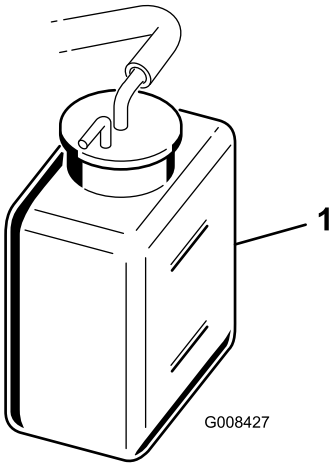

Figur 45
2. Kontroller kjølevæskenivået (Figur 45).